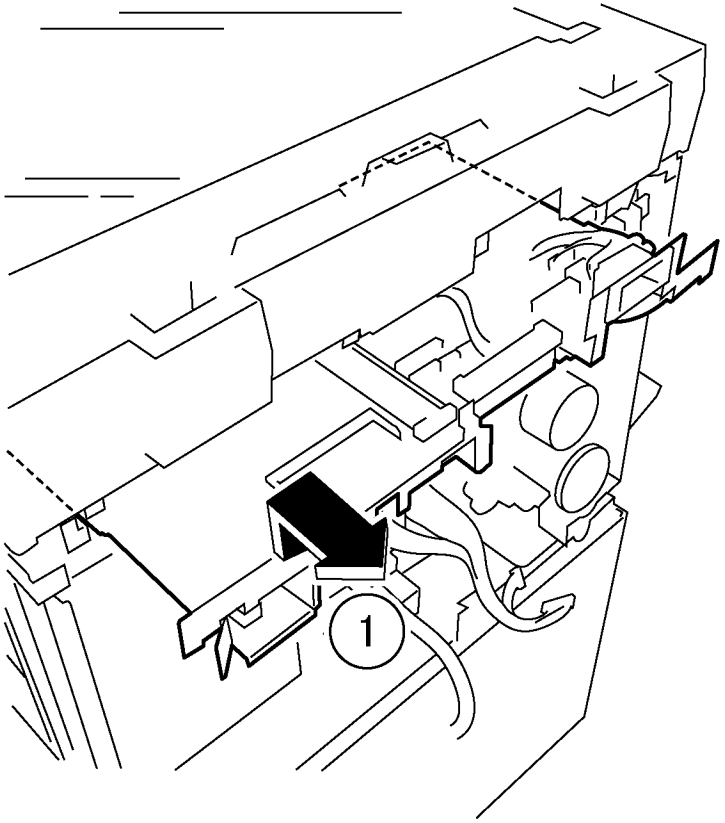

Рисунок 6 Снятие блока MFC и EXT PWB (j0ch41134)
7. Снимите блок MFC и EXT PWB (рисунок 6).